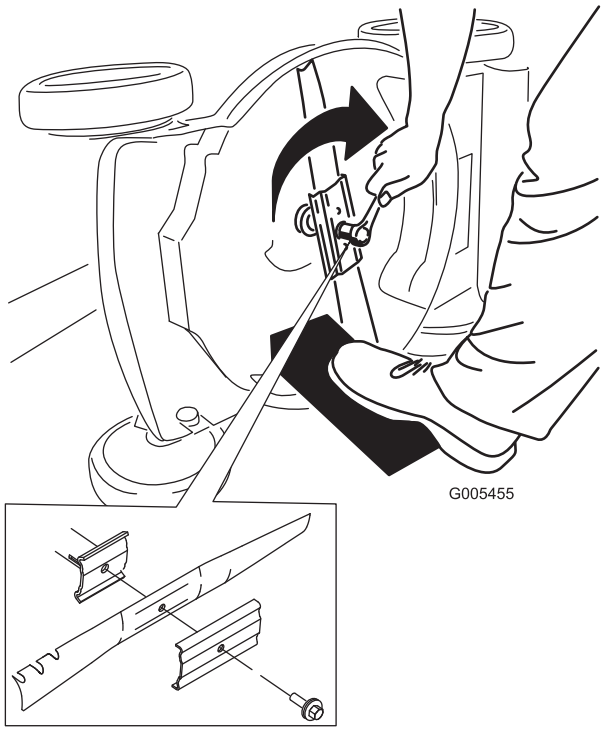

Figuur 37
5. Monteer het nieuwe mes en alle bevestigingselementen (Figuur 37).